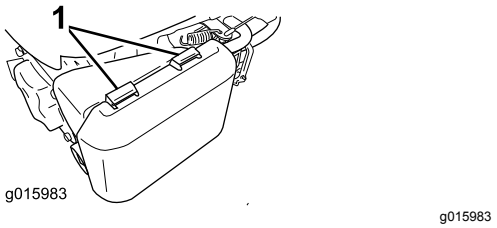

Figuur 22
1. Druk de lippen van de vergrendeling bovenop het luchtfilterdeksel omlaag (Figuur 22).